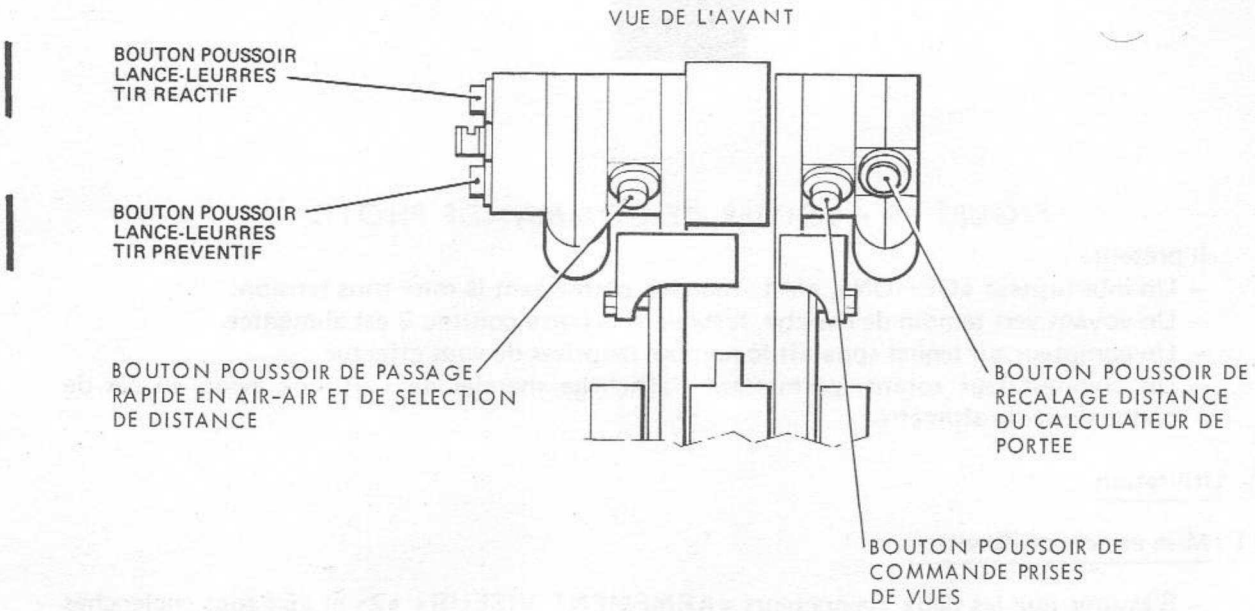

FIGURE 18 - MANETTES DES GAZ
11.2.2.2.9 - Manettes des gaz (Fig. 18)
Ce boîtier est associé en fonctionnement avec le bouton poussoir de commande prises de vues, situé sur la manette des gaz du moteur 1 (Fig. 18).